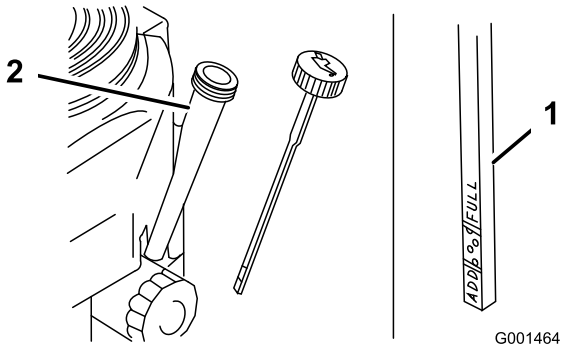

Figuur 23
4. Maak de omgeving van de peilstok (Figuur 23) schoon, zodat er geen vuil in de vulopening kan komen, wat in motorschade kan resulteren.
5. Verwijder de peilstok en veeg het uiteinde schoon (Figuur 23).
6. Peilstok helemaal in de vulbuis schuiven, niet vastdraaien in de buis (Figuur 23).
8. Giet ca. 80 % van de gespecificeerde hoeveelheid olie langzaam in de vulbuis (Figuur 23).